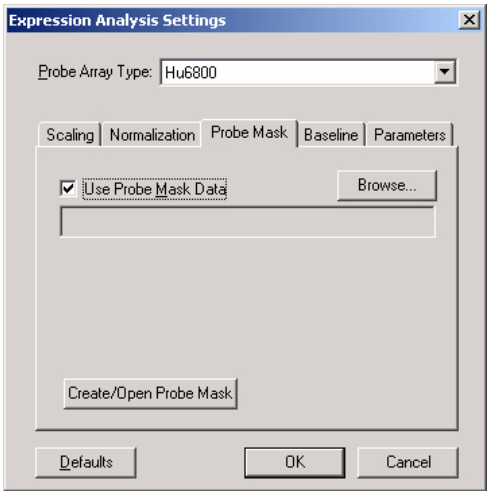

Figure G.20
1. In the Probe Mask tab, click **Create/Open Probe Mask** **(Figure G.20)**.